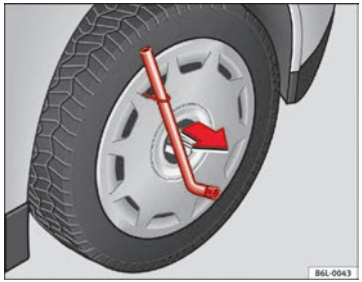

Fig. 133 Remove the complete hub cap
– Remove the wheel cover using the wire hook ⇒ fig. 133.